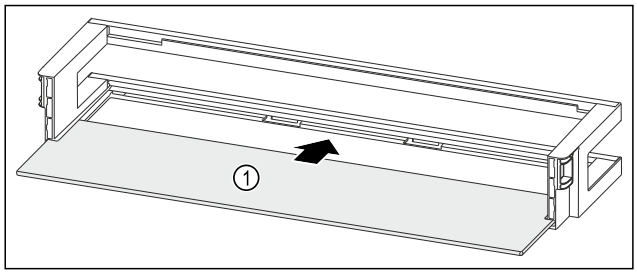

Fig. 161 Raft montat pe ușă cu raft
▶ Împingeți în interior raftul *Fig. 161 (1)* în degajările laterale.